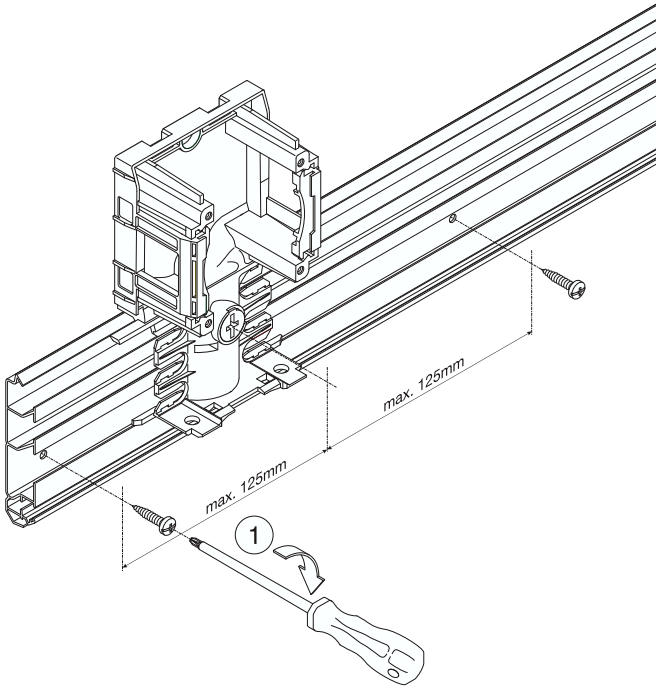

Figure 1
1. Encliqueter le boîtier d'appareils (fig. 1)